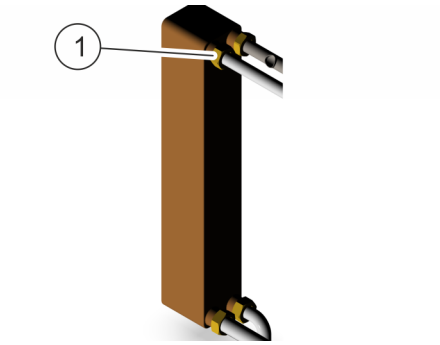

Rys. 29: Poluzowanie połączeń śrubowych
3. Aby poluzować wymiennik ciepła, należy poluzować 4 połączenia śrubowe kluczem rozsuwalnym główkowym (Rys. 29/1).
6. Aby przykręcić nowy wymiennik ciepła, dokręcić 4 połączenia śrubowe (Rys. 29/1).